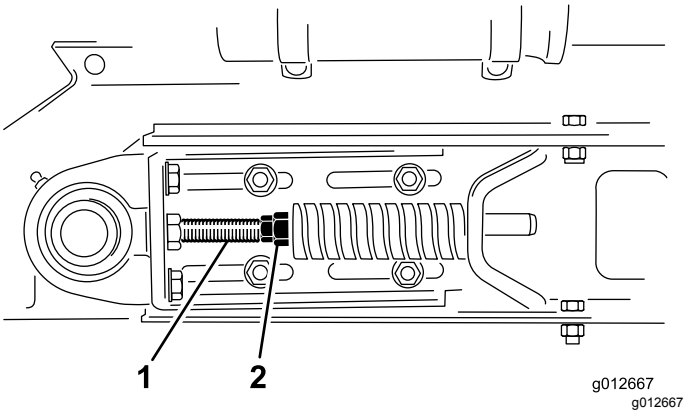

Rysunek 24
1. Poluzuj przednią i tylną nakrętkę zabezpieczającą na cięgnie w celu zwolnienia naciągu sprężyny (Rysunek 24).